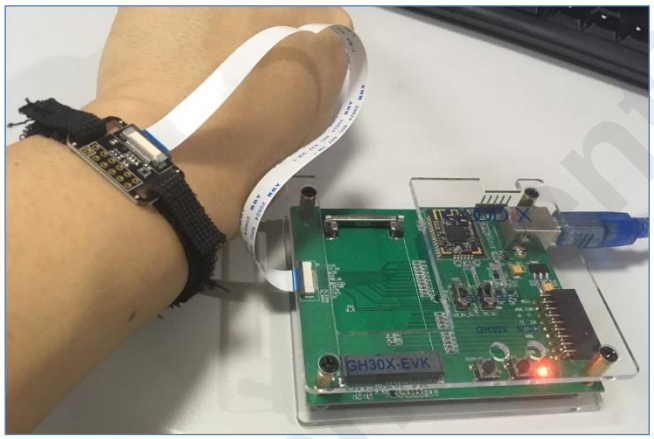

图 3-5 外接模组使用说明图
- 通过 EVK 板 FPC 接口，使用 FFC 排线连接 EVK 板与 GH30x 外接模组，如图 3-5 所示。